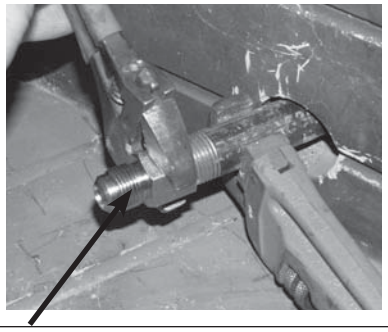

Fig. 12-3 Attaching the elbow
5. Attach the NPT side of the connector kit fitting to the fireplace gas stub (see Fig. 12-3), using Teflon tape or pipe compound resistant to propane gasses on the stub. Tighten securely.